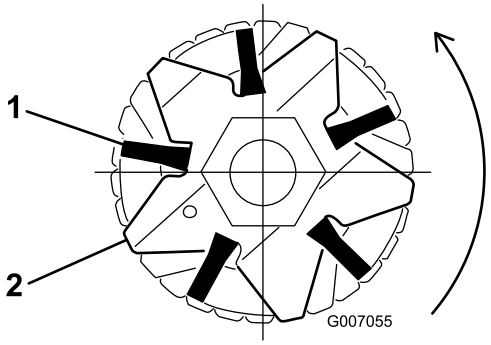
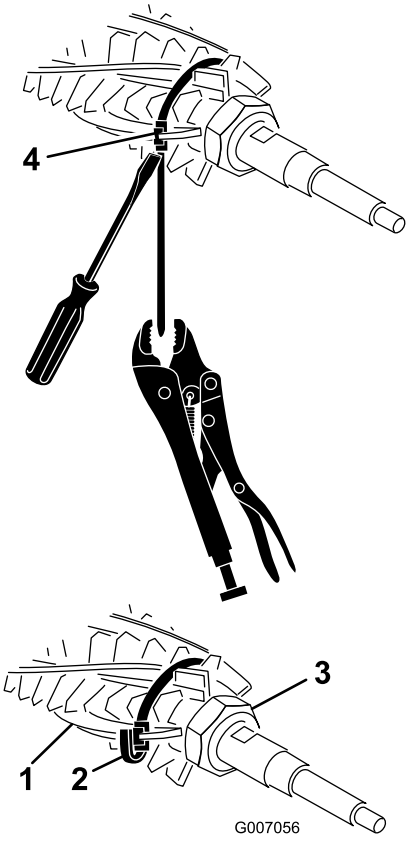

Figura 37
Figura 38
2. Asegúrese de que los cepillos se asientan en las ranuras de las cuchillas del acondicionador (Figura 37 y Figura 38).
3. Envuelva las cintas sin apretar como se muestra en Figura 38, alrededor del eje del molinete del acondicionador y los cepillos insertando las cintas en las ranuras de los cepillos Figura 37. Posicione los cepillos para que las cintas se encuentren entre las cuchillas siguientes 1–2, 14–15, 28–29 y 41–42.
Nota: Si los cepillos del acondicionador no se asientan adecuadamente en las ranuras de las cuchillas, afloje las tuercas de retención en cada extremo del eje del acondicionador, posicione los cepillos del acondicionador adecuadamente en las ranuras de las cuchillas y apriete las tuercas de retención de las cuchillas del acondicionador (Figura 38).
4. Empujando un destornillador contra la hebilla de la cinta, aprese la cinta con alicates de mordaza y tense las cintas hasta que se bloqueen en las ranuras de los cepillos (Figura 38).
3. Tuerca de retención (2)
5. Recorte la cinta hasta aproximadamente 6 mm desde la hebilla y pliegue el exceso de cinta sobre la hebilla (Figura 38)